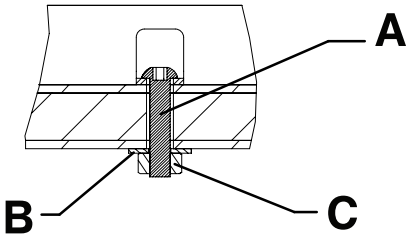
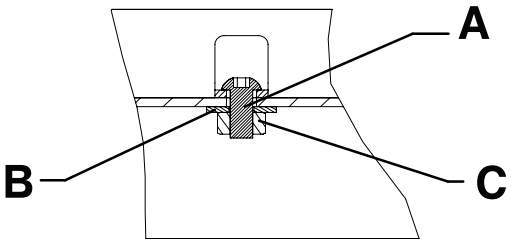

Afbeelding 12 – Vloerbevestiging geleidingsrails - Weergave 5A
Afbeelding 13 – Laadbakbevestiging geleidingsrails - Weergave 5B
5. Veranker de geleidingsrails aan de vloer of laadbak met twee M8 kopschroeven (A), twee M8 vlakke sluitringen (B) en twee M8 moeren (C) (niet meegeleverd) (Afbeelding 12 of Afbeelding 13).